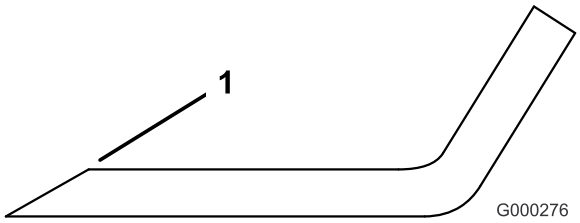

Figuur 81
1. Gebruik een vijl om de snijranden aan beide uiteinden van het mes te slijpen (Figuur 81). Houd